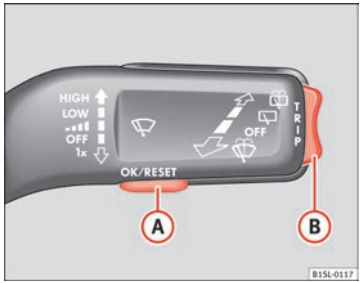

Fig. 11 Windscreen wiper lever: button Ⓐ to confirm the options and rocker switch Ⓑ to change the options
– If necessary, change the time display by pressing the top and bottom buttons of the rocker switch ⇒ Fig. 11 (B).
- If a message or vehicle symbol is displayed, press OK/RESET (⇒ Fig. 11 Ⓐ).